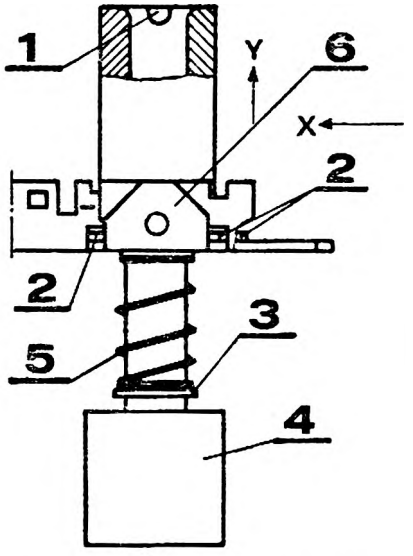

Rys. 4: Suwak przełącznika zakresów
- Obciąć klawisz **4**, zdjąć zawleczkę **3** i sprężynę **5** pod zawleczką (rys. 4).